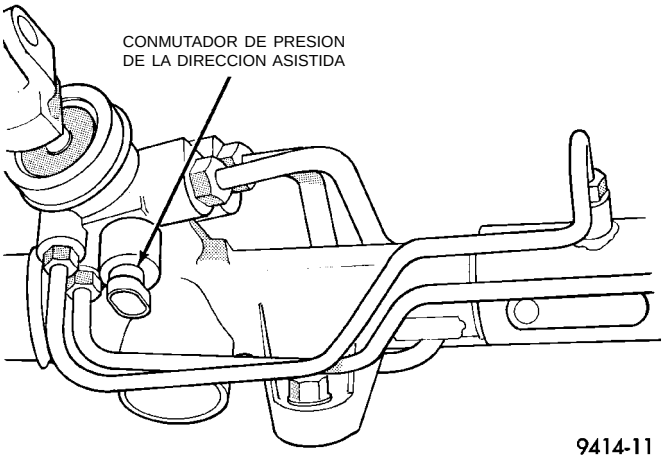

Fig. 47 Conmutador de presión de la dirección asistida
(20) Verifique la conexión eléctrica del conmutador de presión de la dirección asistida, situado en la cubierta del mecanismo de la dirección asistida (Fig. 47).